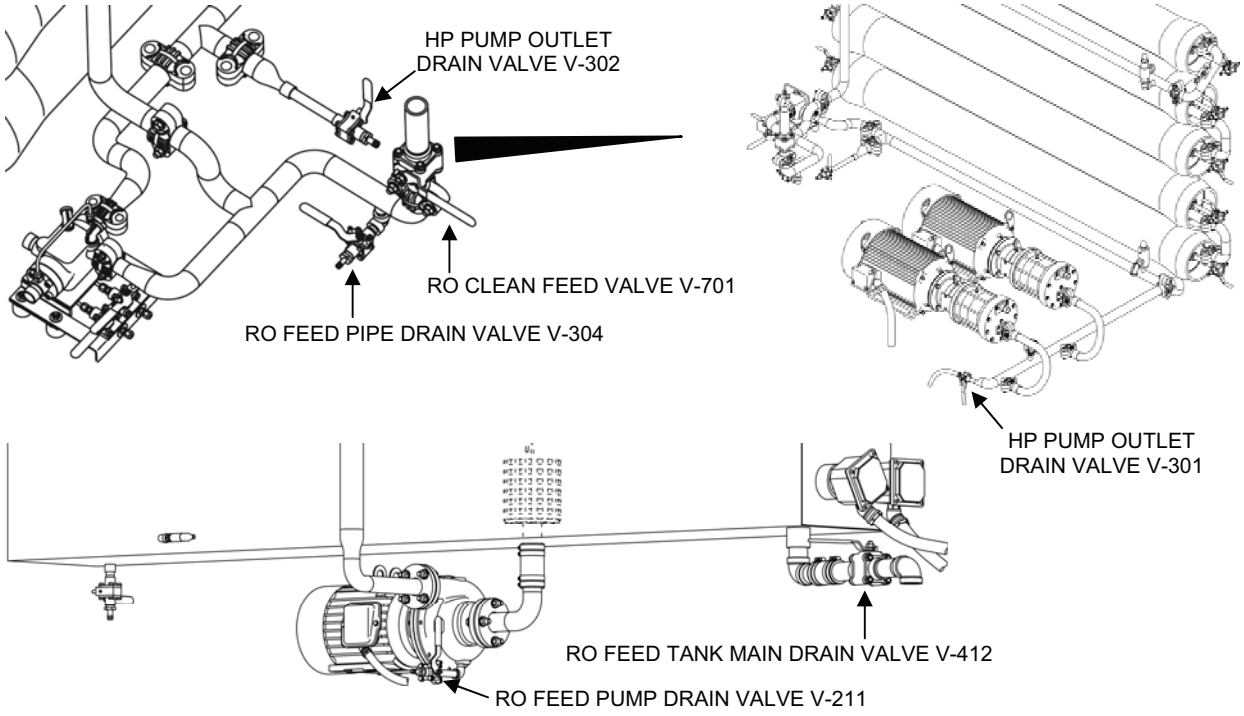

Figure 11. Valves for Flushing the RO Feed Tank.
7. Flush the RO feed tank with product water as follows (Figure 11):
b. Be sure RO Feed Tank Drain Valve V-412 is closed (Figure 11).